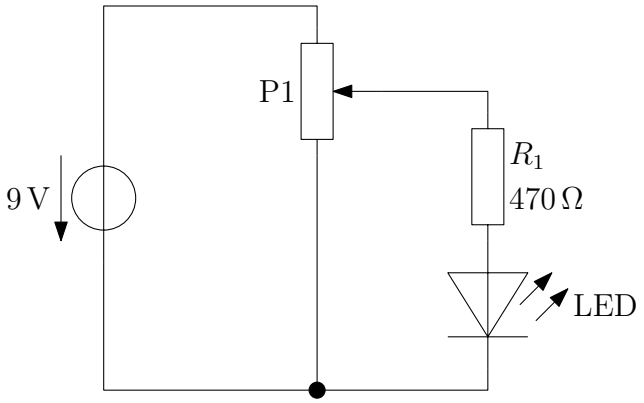

Abbildung 2.6: Experiment – Potentiometer als Spannungsteiler
**Versuchsaufbau und -durchführung** Bauen Sie die Schaltung nach Abb. 2.6 auf. Verdrehen Sie das Potentiometer.
**Erklärung** Die LED und ihr Vorwiderstand erhalten ihre Versorgungsspannung über den Schleifdraht des Potentiometers. Ist dieser Schleifdraht nach Abb. 2.6 „ganz oben" am Widerstandskörper des Potis, so ist er direkt mit dem Pluspol der Batterie verbunden. Der Zweig aus $R_1$ und LED erhält die volle Batteriespannung, die LED leuchtet mit maximaler Helligkeit. Für den Fall, dass der Schleifdraht auf die Position „ganz unten" eingestellt ist, sind beide Seiten des $R_1$-LED-Zweigs mit dem Minuspol der Batterie verbunden, es fällt also gar keine Spannung über dem Zweig ab. Die LED bleibt dunkel. Beim Verstellen des Potentiometers kann an $R_1$–LED jeder beliebige Spannungswert zwischen 0 V und 9 V eingestellt werden. Diese Eigenschaft des Potentiometers wir oft in elektronischen Schaltungen genutzt.